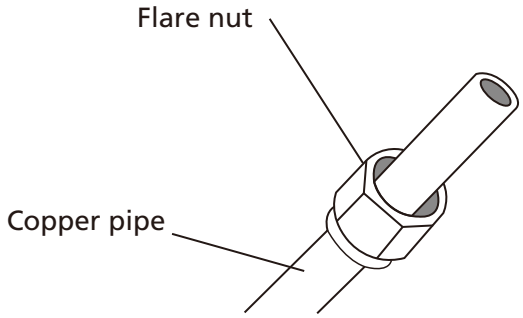

Fig. 5.3
3. Platzieren Sie Muttern an beiden Enden des Rohrs. Achte darauf, dass sie in die richtige Richtung zeigen, da dies nachträglich nicht zu ändern ist. Siehe Abb. 5.3.